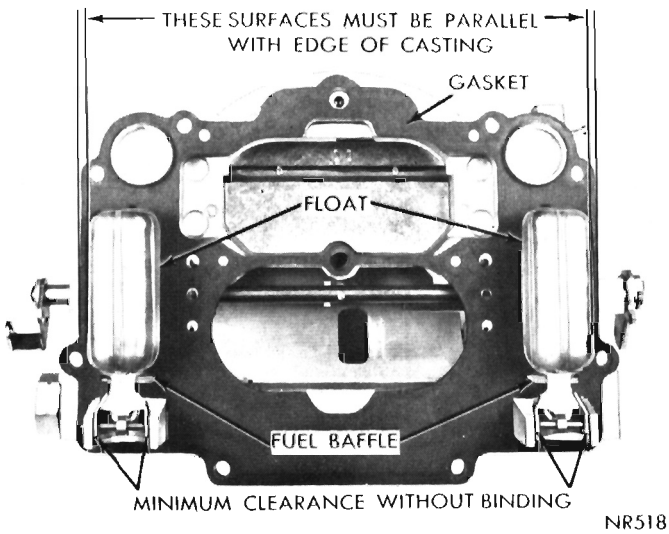

Fig. 10—Checking Float Alignment
(1) Sight down side of each float shell to determine if side of the float is parallel to outer cage of air horn casting, (Fig. 10).
(2) If sides of float are not in alignment with edge of casting, bend float lever by applying pressure to end of float shell with thumb. **To avoid damage to the float, apply only enough pressure to bend the float lever.**
(3) After aligning floats, remove as much clearance as possible between arms of float lever and lugs of air horn. To do this, bend float lever. The arms of float lever should be as parallel as possible to inner surfaces of lugs of casting.